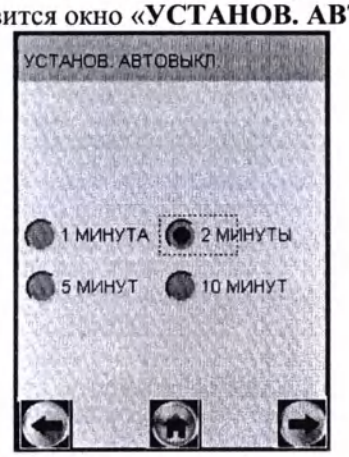

Рисунок 8 – Установка времени автоматического отключения
2.5.3.2 Для установки времени автоматического отключения в открывшемся окне «**УСТАНОВКИ**» выберите пункт «**ВЫКЛ.**» (рисунок 7), касаясь стилусом соответствующей иконки. На сенсорном экране появится окно «**УСТАНОВ. АВТОВЫКЛ.**» (рисунок 8).